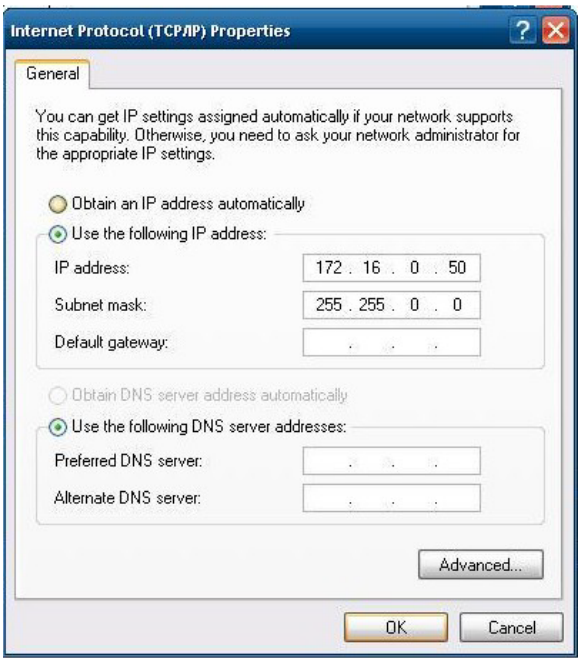

Fig.5
• For Supervision PC configuration use the following IP addres, IP address: 172.16.0.50, Subnet mask: 255.255.0.0 (Fig.5)